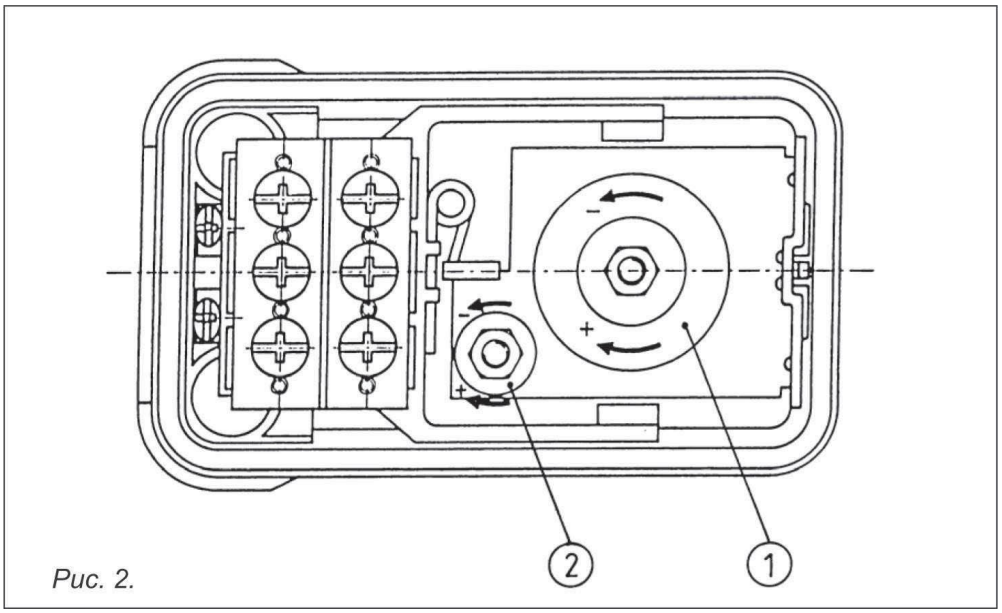

Рис. 2.
- Установить требуемое давление поворотом гайки (рис. 2).
- Включить агрегат. Точку отбора медленно закрыть, проверить давление выключения на манометре и корректировать его, если требуется, поворотом гайки (рис.2, п.1).
- Давление включения устанавливается регулировочной гайкой (рис.2, п.2). Выключение вручную производится с помощью главного выключателя, надеть крышку реле давления.